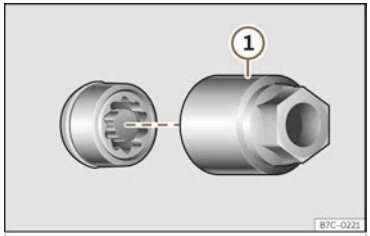

Fig. 246 Anti-theft wheel nut with cap and adapter.
- Insert the special adapter >>> Fig. 246 1 (vehicle tools >>> page 335) onto the anti-theft wheel nut and push it on as far as it will go.